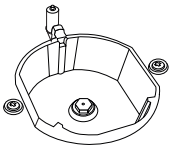
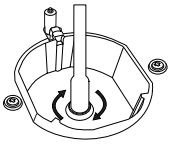

Figura 4
Figura 5
2. Elimine la boquilla (figura 4) del quemador con una herramienta especial e instale una nueva boquilla (figura 5)